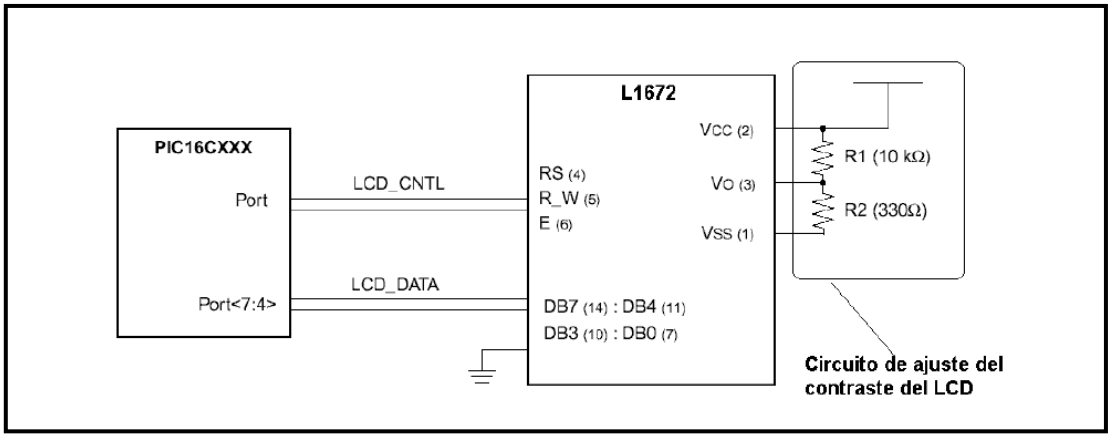

Figura 1.9a. Modo de operación en 4 bits utilizando la parte alta
- Mediante un interface de 4 bits de datos y 3 líneas de control, con transferencia de los datos o instrucciones de 4 bits en 4 bits, empleando la parte alta del puerto conectado al LCD (port <7:4>), **figura 1.9a**.